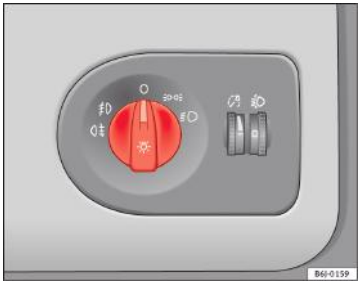

Fig. 54 Imagine detaliată a planşei de bord: comutator pentru lumini, proiectoare de ceaţă şi lămpi de ceaţă spate
– Rotiţi comutatorul pentru lumini ⇒ fig. 54 în poziţia .